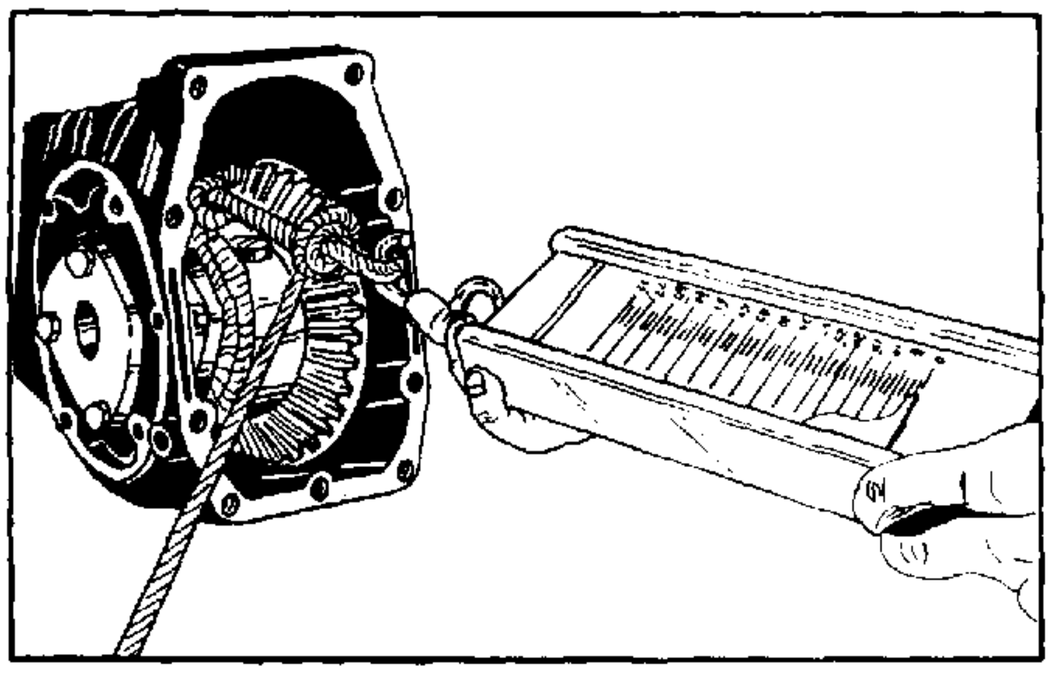

FIGURE 4.
a. Tapered bearing preload, 4 to 14 lbs. on pull scale. (Figure 4)